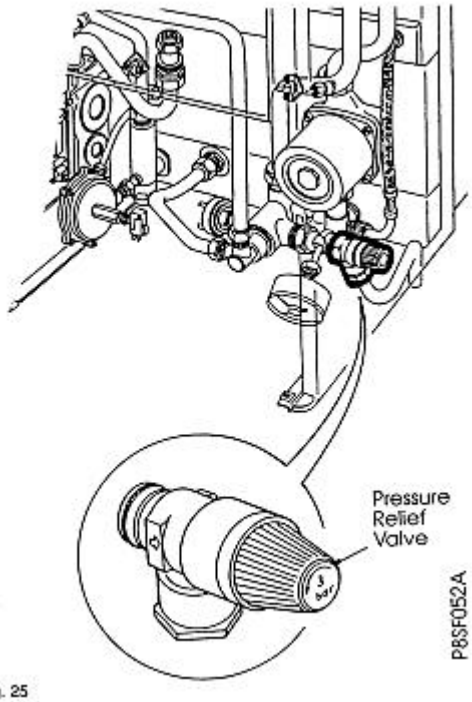

Fig. 25
5.27 Pressure Relief Valve - Fig. 25